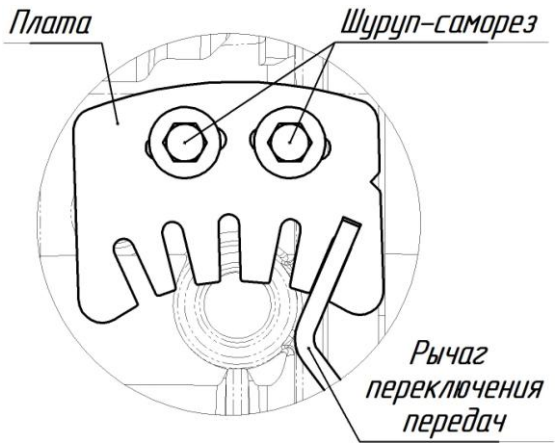

Рис.12.
- Выставить Плату по Рычагу переключения передач (как показано на Рис.12) и зафиксировать её Шурупами-саморезами.